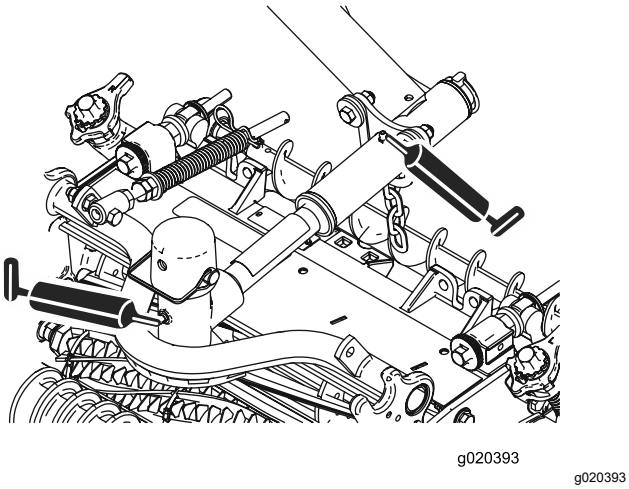

Figuur 48
- Draaipunten van maaidekken (2 elk); zie Figuur 48.